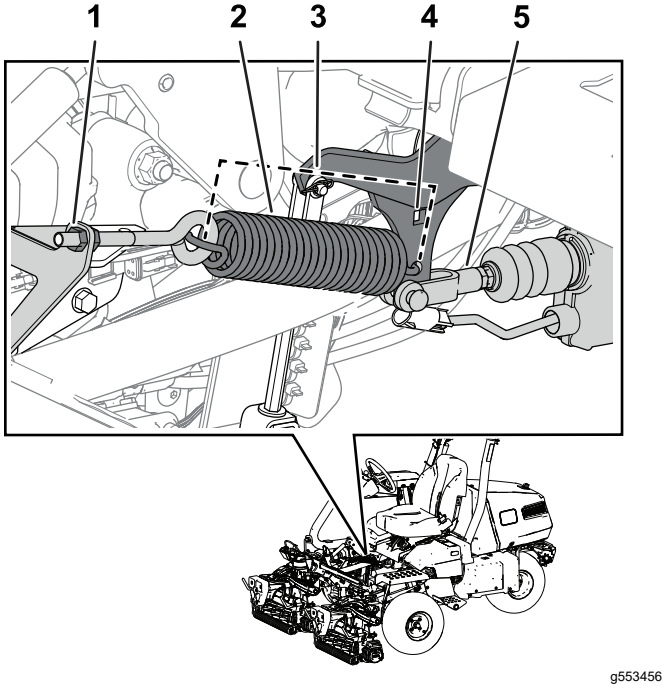

Figuur 38
Opmerking: Raadpleeg Figuur 38 voor deze procedure.
3. Maak de machine klaar voor gebruik door de moer van de oogbout vast te draaien zodat de veerlengte 19,5 cm is wanneer deze gemonteerd is (Figuur 38).